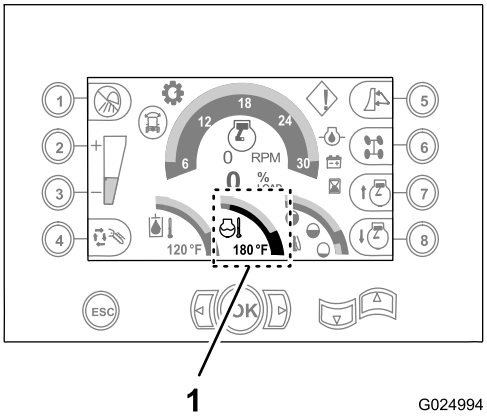

Figure 102
C. Faites tourner le moteur pendant 5 minutes ou jusqu'à ce que le centre de commande indique une température du liquide de refroidissement de 82 °C (180 °F), puis coupez le moteur (Figure 102).